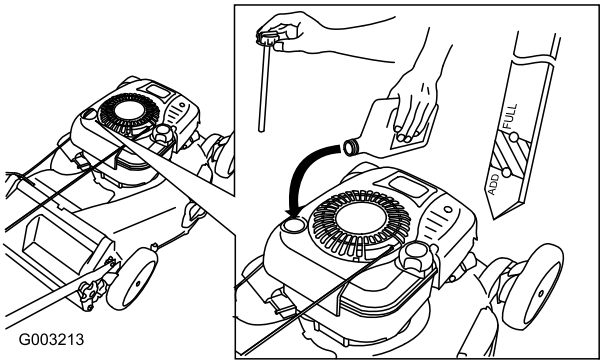

Figur 7
1. Tag målepinden ud (Figur 7).
2. Hæld **langsomt** olie i oliepåfyldningsrøret, indtil oliestanden når op til linjen Full (fuld) på målepinden (Figur 7). **Fyld ikke for meget på.** (Påfyld maks.: 0,77 l, type: SAE 30W selvrensende olie med API-serviceklassifikation SF, SG, SH, SJ, SL eller højere.)